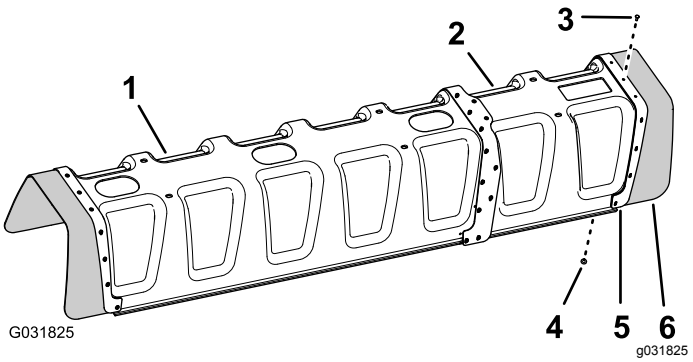

**Figur 182**
5. Placer hullerne i gummidækslet og i forstærkningspladen (enkelt række), som du afmonterede i trin 2, ud for hullerne i enden af afdækningsudvidelsen (Figur 182).